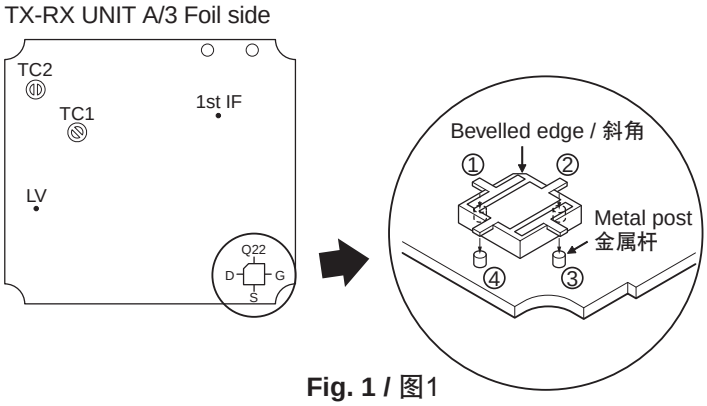

Fig. 1 / 图1
1. Place Q22 in its location, upside down as shown in figure 1. Make sure the location of each pin is correct. The bevelled edge is located between pin 1 and 2. (See the figure below) Replace the heat conductor sheet (G11-2664-x4) when replacing Q22.
1. 如图1所示，将Q22上下颠倒放在它的对应位置。